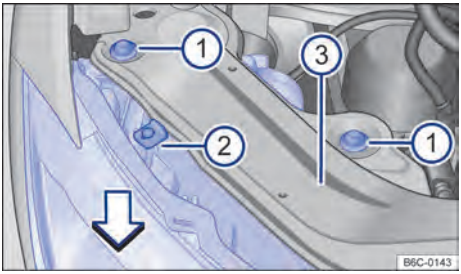

Fig. 165 En el compartimiento del motor: tornillos de fijación del farol delantero.
– Quitar los tornillos de fijación → fig. 165 ① con ayuda de una llave torx.
– Mover el faro hacia delante, en la dirección de la flecha → fig. 165, hasta que los dos clics de la parte inferior se desacoplen y permitan retirar el farol.
– Volver a colocar el faro con cuidado hasta que los dos clips inferiores encajen y el tope superior → fig. 165 ② apoye en el soporte del faro ③.
– Volver a colocar los tornillos de fijación ① en la carcasa del farol.
– Presionar el farol contra el tope central superior ② y apretar los tornillos ① con la llave torx.